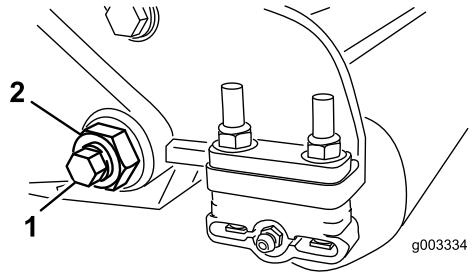
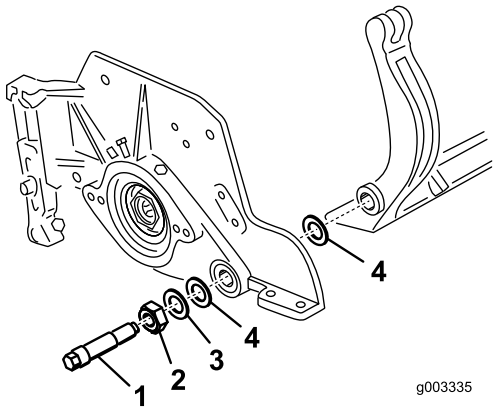

Bild 27
Bild 28
3. Lösen Sie an jeder Seite der Maschine die Klemmmutter, mit der die Schraube des Untermesserträgers befestigt ist (Bild 27).
4. Nehmen Sie jede Schraube des Untermesserträgers ab, damit der Untermesserträger nach unten gezogen und von der Maschine entfernt werden kann (Bild 27). Bewahren Sie die beiden Nylonscheiben und die beiden Scheiben aus gestanzten Stahl an jedem Ende des Untermessers auf (Bild 28).
2. Befestigen Sie den Untermesserträger mit den Untermesserträgerschrauben (Muttern an den Schrauben) und den sechs Scheiben an jeder Seitenplatte. Legen Sie eine Nylonscheibe an jede Seite des Seitenplattenansatzes. Legen Sie eine Stahlscheibe außen auf jede Nylonscheibe (Bild 28). Ziehen Sie die Schrauben mit 37 bis 45 Nm an. Ziehen Sie die Sicherungsmuttern an, bis sich die Stahlscheibe außen nicht mehr dreht und kein Spiel am Ende vorhanden ist, ziehen Sie jedoch nicht zu stark an oder verbiegen Sie die Seitenplatten. Die Scheiben innen können einen Abstand aufweisen.